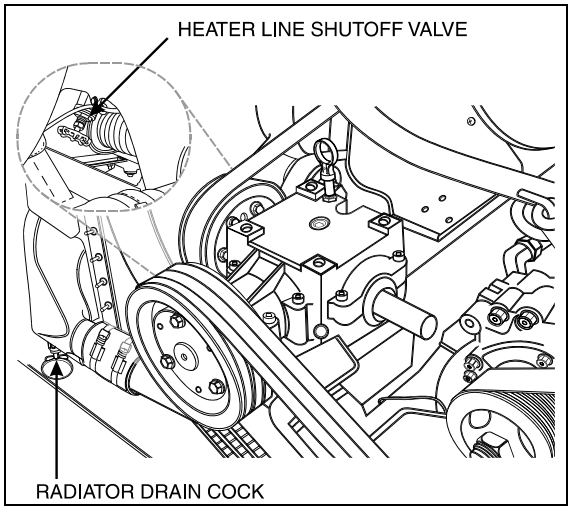

FIGURE 6: ENGINE COMPARTMENT 05078
Another valve is located in the engine compartment under the radiator fan gearbox (Fig. 6).
5. Open the radiator drain cock (Fig. 6).